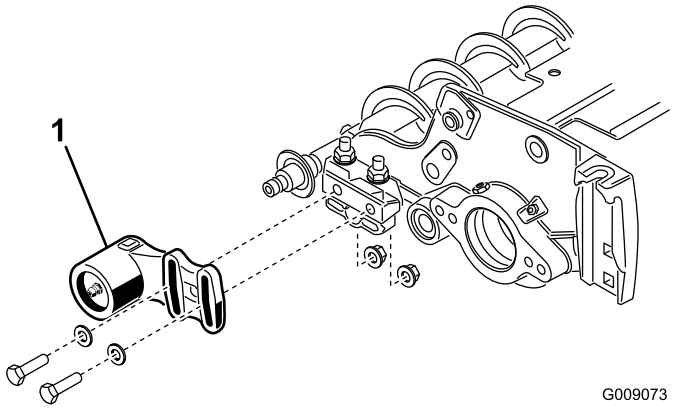
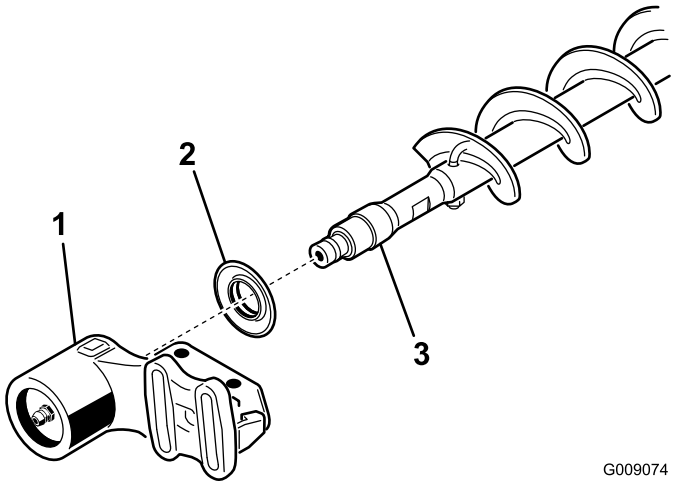

Figure 20
Figure 21
1. Si une brosse à rouleau est montée sur le plateau de coupe, enlevez les 2 boulons, rondelles et écrous qui fixent le logement de roulement libre au support de fixation du logement de roulement (Figure 20 et Figure 21).
2. Faites glisser le logement de roulement libre et le joint d'étanchéité pour les déposer de l'arbre de la brosse (Figure 21).
9. Montez le joint d'exclusion et le logement de roulement libre sur l'arbre de brosse (Figure 21).